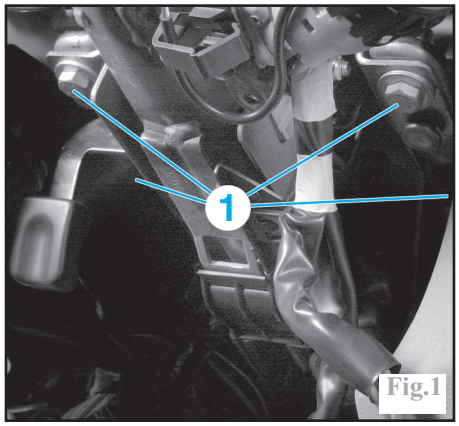

Fig.1
Déposer les **4 vis** de fixation (1) de la colonne de direction (Fig.1).